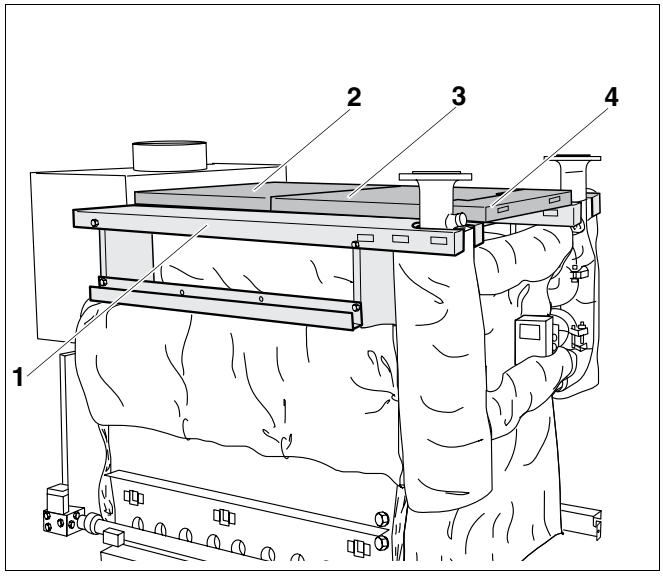

Afb. 57 Ketelafdekkappen monteren
- Breng de achterste ketelafdekkap (afb. 57, **pos. 2**) aan en schroef ze aan de zijdelingse ketelafdekkap (afb. 57, **pos. 1**) met schroeven met een vlakke kop 3,9 x 9,5. Vanaf grootte 2 x 12 moet er eveneens een bijkomende afdekkap voor het midden (afb. 57, **pos. 3**) aangebracht worden tussen de voorste ketelafdekkap (afb. 57, **pos. 4**) en de achterste afdekkap (afb. 57, **pos. 2**).